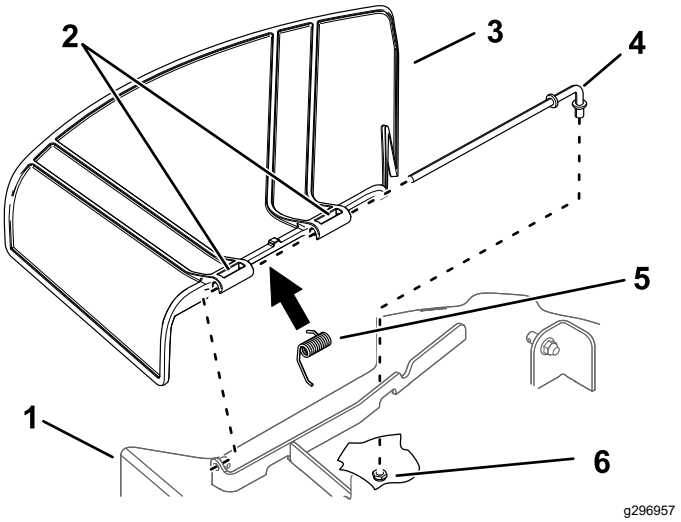

Figura 78
1. Retire la tuerca (⅜") de la varilla debajo del cortacésped (Figura 78).
2. Retire la varilla del soporte de la carcasa, del muelle y del deflector de hierba (Figura 78).
4. Instale el deflector de hierba nuevo (Figura 78).
7. Deslice la varilla a través del segundo pivote del deflector de hierba (Figura 78).
9. Sujete el extremo trasero de la varilla en el cortacésped con una tuerca (⅜"), como se muestra en la Figura 78.